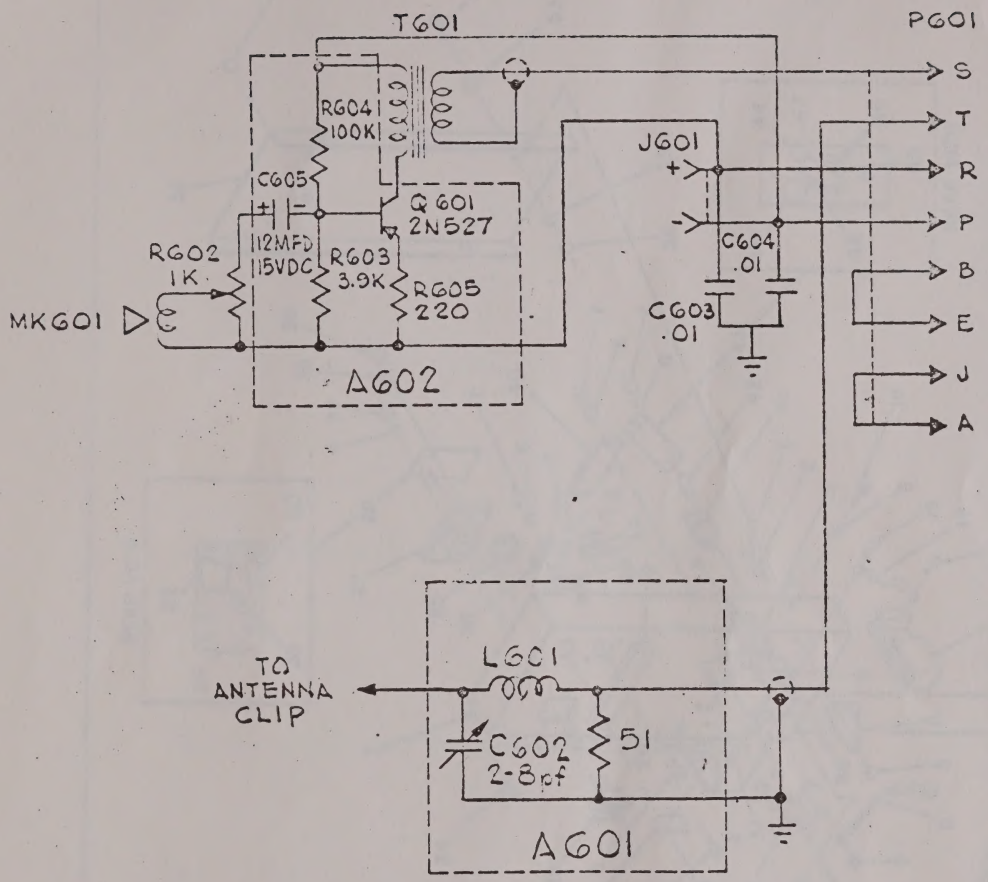

FIGURE 4
4.1.16 Place the transmitter module of a RT-10 M-1 Transceiver in an unmodified RT-10 Transceiver. NOTE: The input impedance to the meter is 50 ohms and the load impedance to the transmitter module must be 50 ohms. Therefore, do not adjust the transmitter module in a modified transceiver (RT-10 M-1). Disconnect the gray wire which is connected to the antenna terminal post. Through the hole in the tuning cover (a cover with a 1/4 inch hole drilled so that the wire will protrude thru the hole) connect cable (Figure 4) from wire to power meter. Connect center conductor to gray wire, and put ground lug under nearest captive screw. The cable should be in increments of 15 1/16 inch. Apply power to transmitter module. It is recommended that the power supply in the T-906 be used by connecting the RT-10 to the Test Adapter ACR A2A. Then connect Test Adapter A2A to the T-906. Adjust transmitter module to 200mv by adjusting L-102 for desired output, while keeping C-112 peaked. (C-112 is a critical adjustment.) (See Figure 1A.) Disconnect test set-up.
6.3 Perform troubleshooting in accordance with the instructions on Table III. Whenever the equipment is inoperative or the operator has reasons to believe that the results obtained are erroneous, troubleshooting procedures should be conducted to determine the extent of the repair or replacement required, to correct the malfunction. (See Figure 4, Test Adapter Schematic).